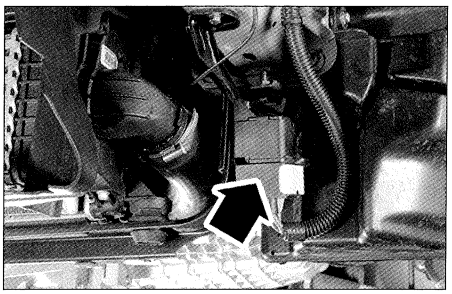

FIG. 3
• Sacar el conector del relé de la bujía de precalentamiento **(fig. 3).**